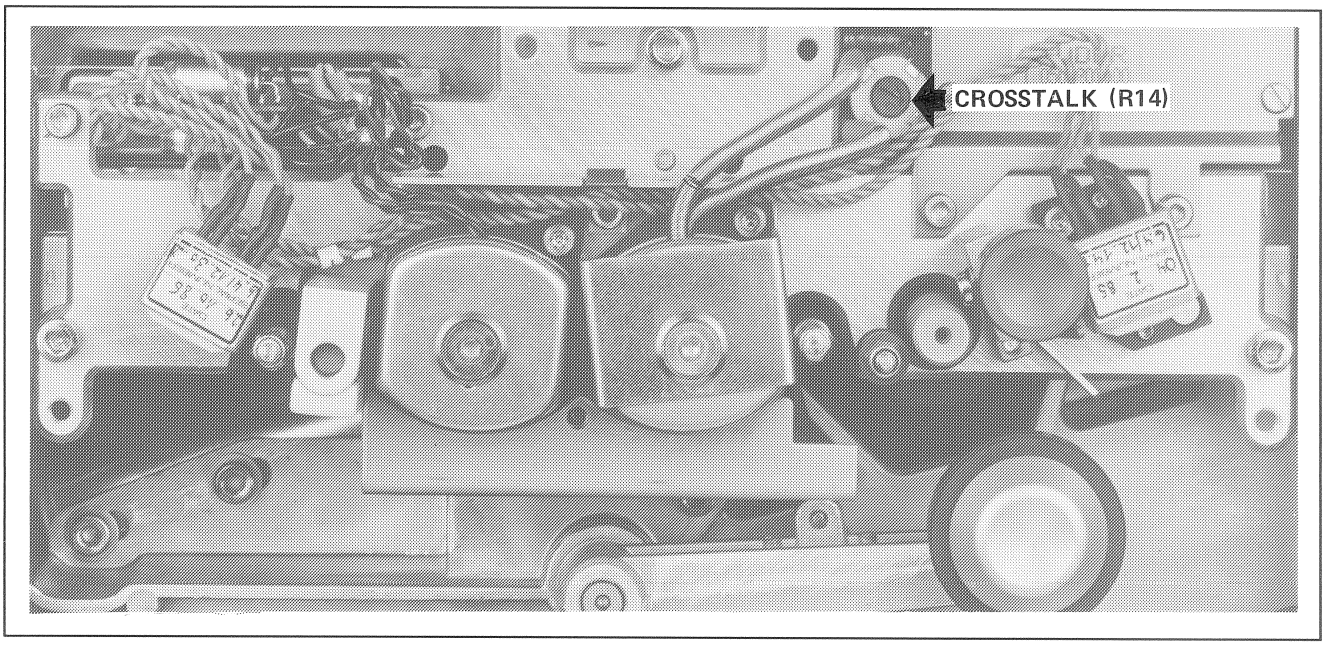

Fig. 4.4
- Mit Potentiometer CROSSTALK (Vorverstärker im Kopfträger, R14, Fig. 4.4) auf minimale Ausgangsspannung einstellen.